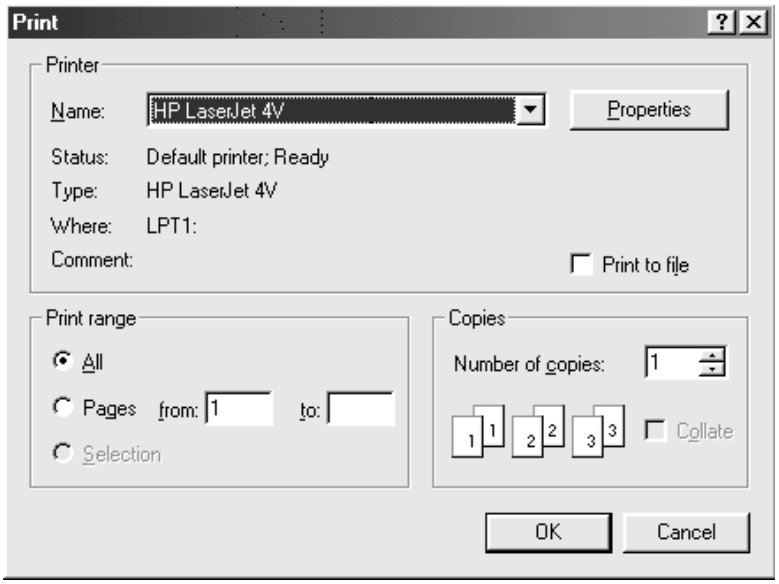

Figure 6-6. Print StatReporter Dialog Box
2. Choose FILE... PRINT... from the Menu bar to display the Print dialog box (see Figure 6-6).